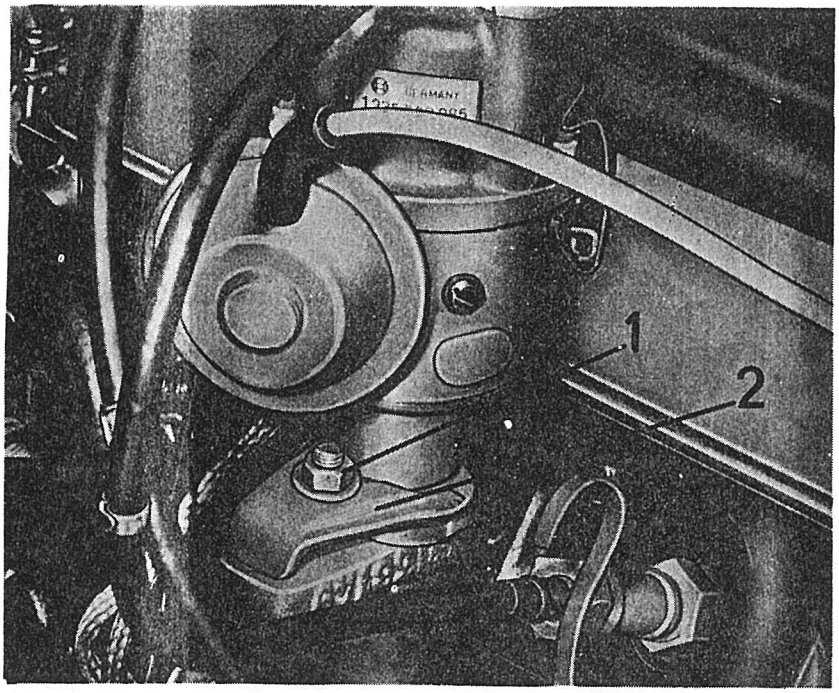

Afb. 2.9.6. Bevestiging stroomverdeler
(1) Verwijderen (afb. 2.9.6.)
(2) Aanbrengen (afb. 2.9.6.)
d. Los de bevestigingsmoer (1, afb. 2.9.6.) van de stroomverdeler.